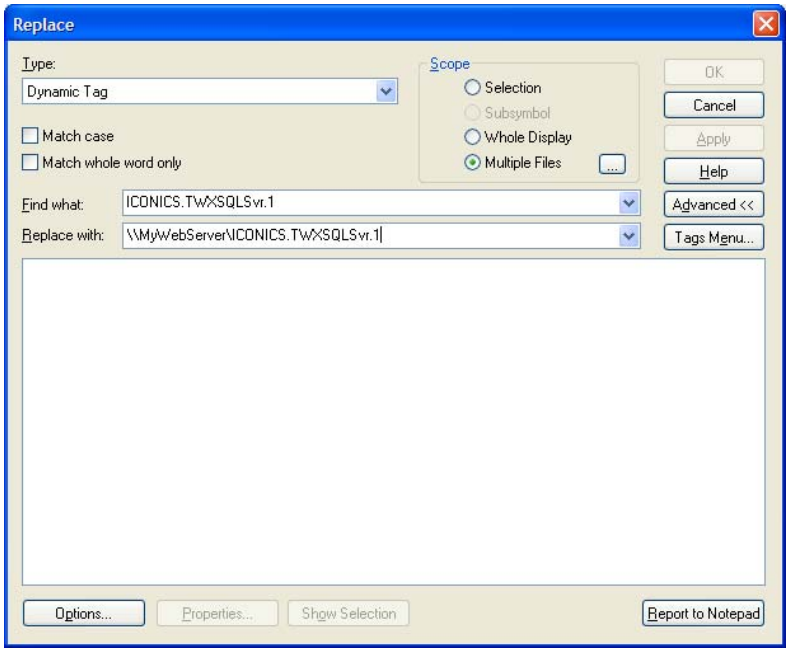

Figure L5.2: Replace Dialog
2. The **Replace** dialog, shown in **Figure L5.2,** will open. In the **Find what** field, enter "ICONICS.TWXSQLSvr.1". In the **Replace with** field, enter "\\MyWebServer\ICONICS.TWXSQLSvr.1", where **MyWebServer** is the name of your WebHMI server machine.